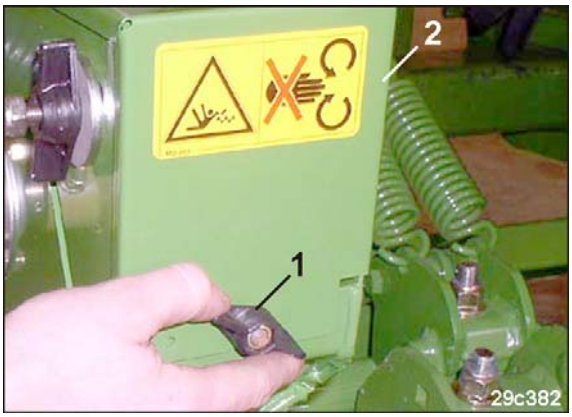

Fig. 91
1. Flügelmutter (Fig. 91/1) lösen.
2. Den Getriebedeckel (Fig. 91/2) entfernen.
10. Den Getriebedeckel schließen und mit der Flügelmutter (Fig. 91/1) befestigen.